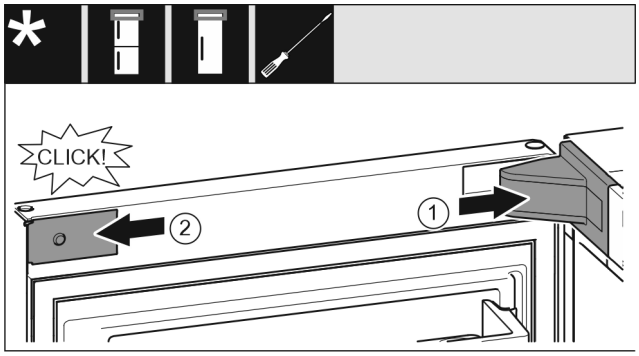

*Fig. 26*
▶ Nasaďte a zaklapněte kryt stojanu ložiska *Fig. 26 (1)*, příp. opatrně přitlačte od sebe.
▶ Z boku nasaďte záslepku *Fig. 26 (2)* a zaklapněte.